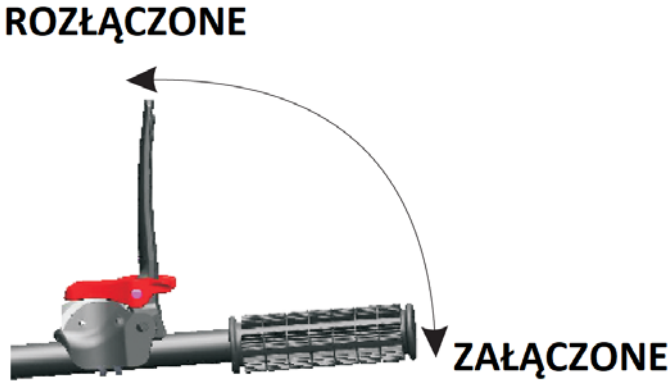

Rys. 4
- Przytrzymanie dźwigni sprzęgła napina pasek, dzięki czemu moc z silnika przekazywana jest na urządzenie robocze i noże pracują (Rys. 4).
- Puszczenie dźwigni sprzęgła powoduje poluzowanie napinacza, dzięki czemu silnik nie przekazuje mocy na urządzenie robocze i noże przestają pracować (Rys. 4)